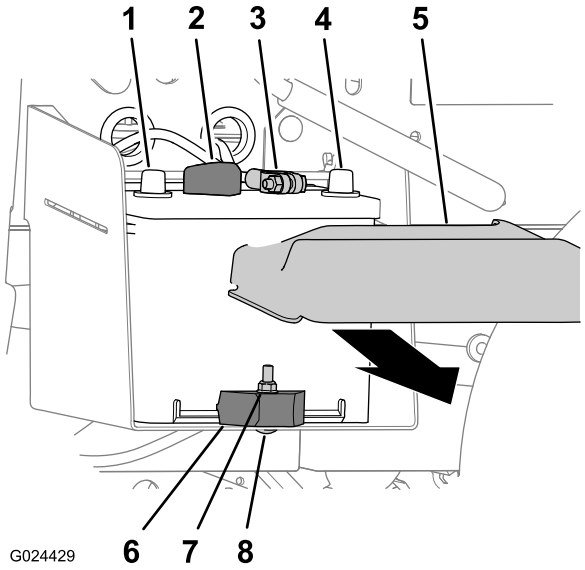

Figur 56
1. Kläm på batterikåpans sidor och ta bort kåpan ovanpå batteriet (Figur 56).
2. Koppla bort batteriets svarta minuskabel från batteriet (Figur 56).
3. Koppla bort den röda pluskabeln från batteriet (Figur 56).
2. Ta bort låsmuttern, vagnskruven och batteriklämman som fäster batteriet vid batterilådan (Figur 56).
3. Ta ut batteriet ur batterilådan (Figur 56).
1. Rikta in batteriet efter maskinens batterilåda (Figur 56).
Obs: Kontrollera att batteriets plus- och minuspoler har riktats in enligt Figur 56.
2. Fäst batteriet vid batterilådan med batteriklämman, vagnskruven och låsmuttern (Figur 56).
1. Anslut den röda pluskabeln till batteriet (Figur 56).
2. Anslut den svarta minuskabeln till batteriet (Figur 56).
3. Montera batterikåpan på batteriet (Figur 56).